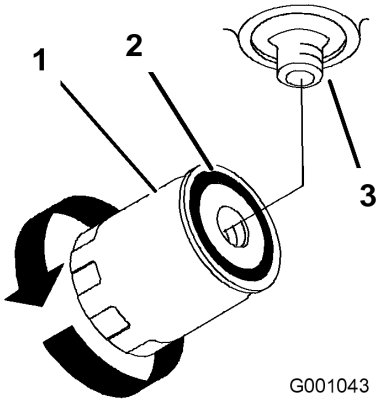

Figure 67
7. Appliquez une fine couche d'huile propre sur le joint en caoutchouc du filtre de rechange (Figure 67).
9. Remplissez le réservoir hydraulique jusqu'à ce que le liquide déborde du filtre. Tournez alors le filtre à huile dans le sens horaire jusqu'à ce que le joint en caoutchouc vienne toucher l'adaptateur du filtre. Serrez ensuite le filtre de 1/2 tour supplémentaire (Figure 67).